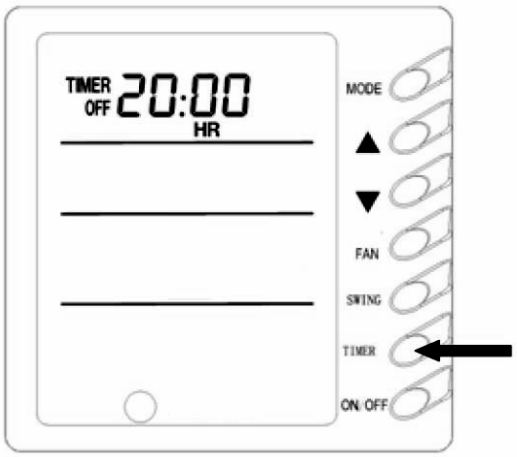

Abb. 7
6) Zeitgeber einstellen (Abb. 7)